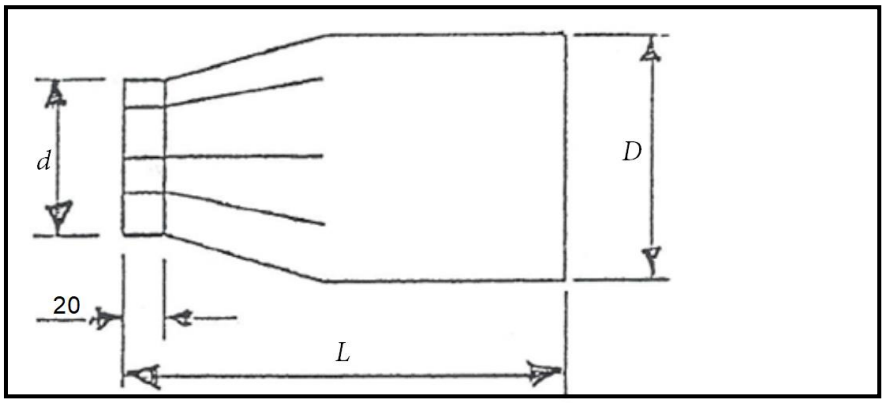

**FIGURE 5**
4.2 FIGURE 5, DIAGRAM SHEET 2 (attached), shows a pipe reducer.